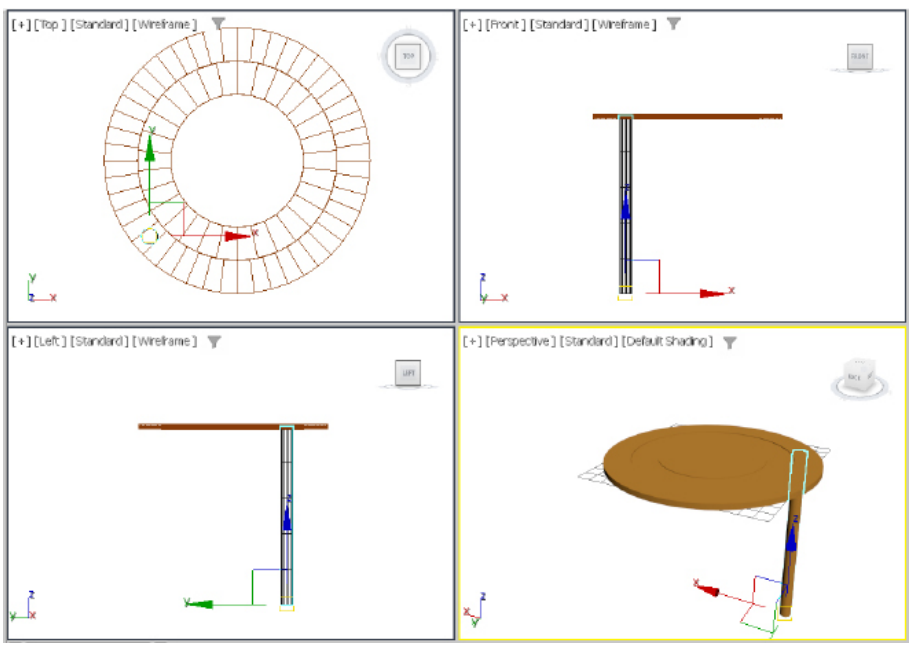

Figure 2-52 *The leg001 aligned in viewports*
3. Align *leg001* with *Tube001* in viewports using the **Select and Move** tool, as shown in Figure 2-52.